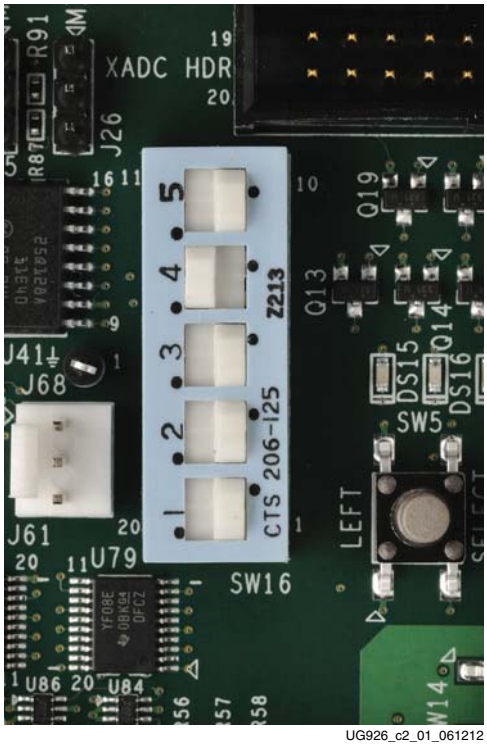

Figure 2-1: **Settings for the Mode Switch to Boot from Quad SPI Mode**
1. Set the SW16 switch as shown in Figure 2-1, where SW1, 2, 3, and 5 are switched to the right and SW4 is switched to the left for the BIST to boot from Quad SPI device and run the system demonstration utility.
1. Be sure to have the SW16 Mode switch settings set to those shown in Figure 2-1.